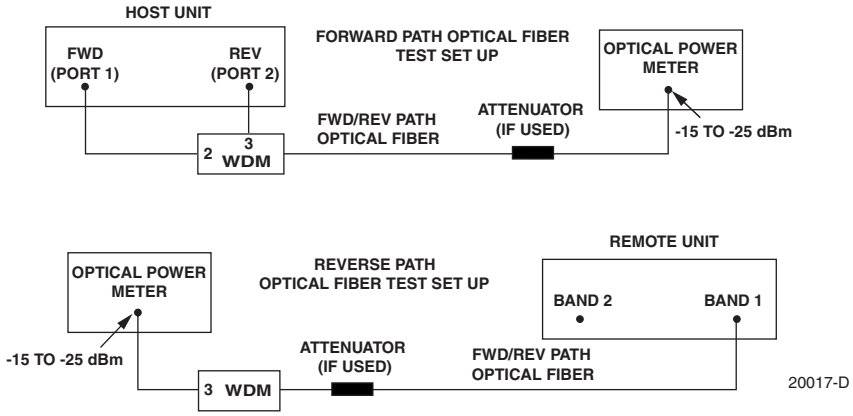

**Figure 4-2. Forward and Reverse Path Optical Fiber Test Set Up**
6. Connect the optical power meter to the **output** (receiver) end of the optical fiber as shown in Figure 4-2. If an attenuator was included in the fiber link, make sure it is installed.